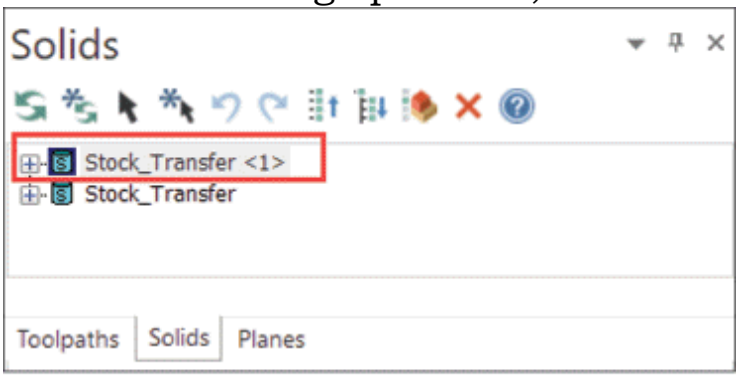

Figure-22. Body to be deleted
- Click on the **Solids** tab in the **Manager** and delete the body created after stock handling operation; refer to Figure-22.